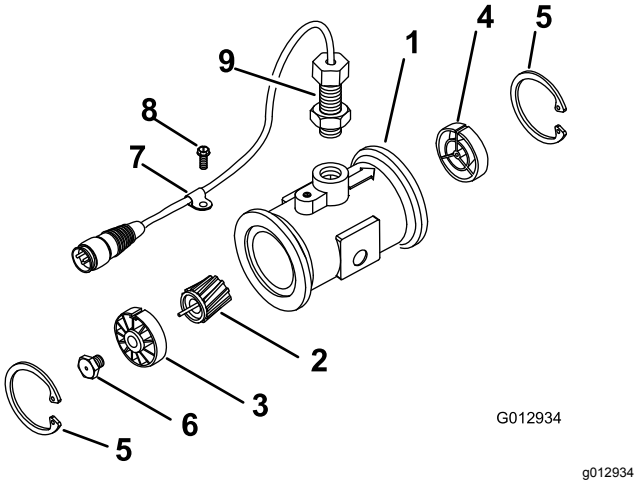

Rysunek 59
3. Wyjmij pierścień osadczy po stronie napływowej (Rysunek 59).